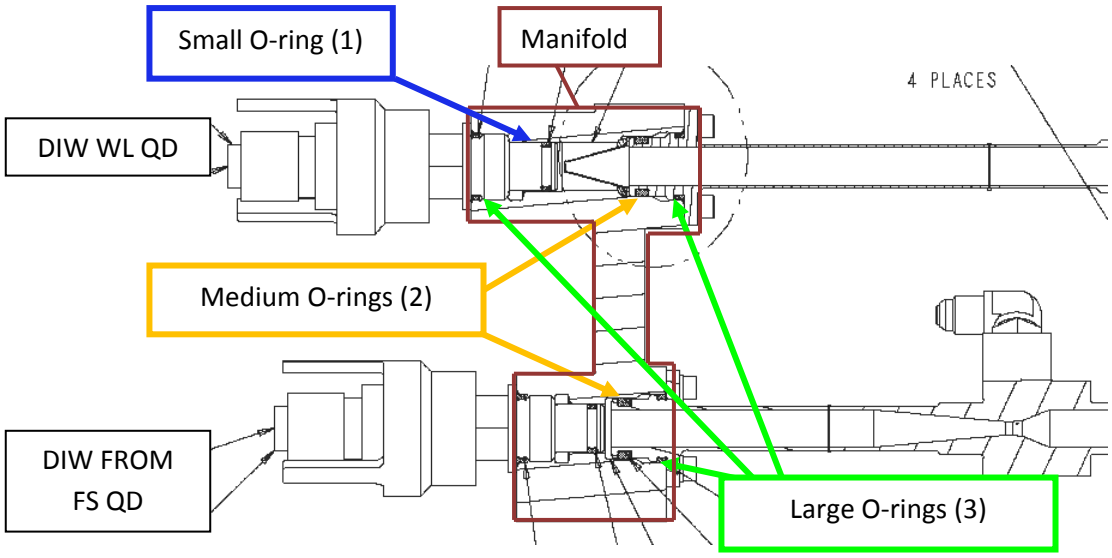

Figure 7.- Venturi Assembly O-ring Locations
2. There are two O-rings at either end of the Venturi Assembly and one in the MCV. These O-rings and the locked water volumes behind may provide resistance to Manifold removal. Refer to Figures 7, 8.